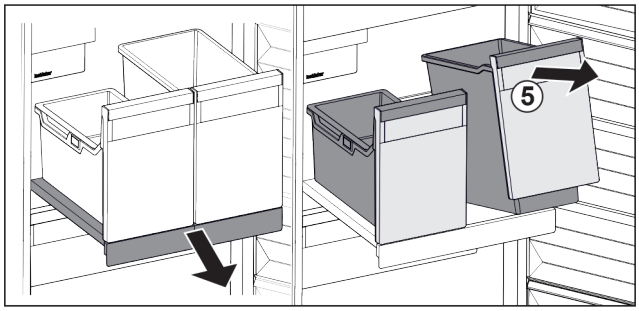

Fig. 89
▶ Lift the container *Fig. 89 (5)* at the front.